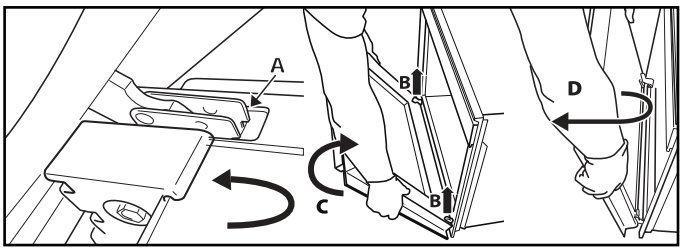

Fig. 2
3. Закройте дверцу до упора (A), поднимите (B) и поверните ее (C) так, чтобы она вышла из креплений (D) (*Рис. 2*).